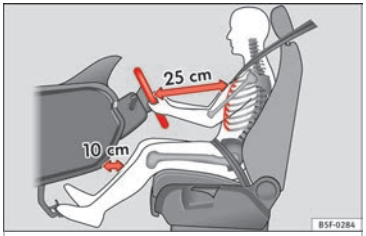

Fig. 92 The proper distance between driver and steering wheel.
– Adjust the steering wheel so that there is a distance of at least 25 cm between the steering wheel and the centre of your chest ››› **Fig. 92**.
- **Adjust the driver's seat so that there is at least 25 cm distance between the centre of the chest and the centre of the steering wheel ››› Fig. 92. If distance is less than 25 cm, the airbag system may not protect you properly.**